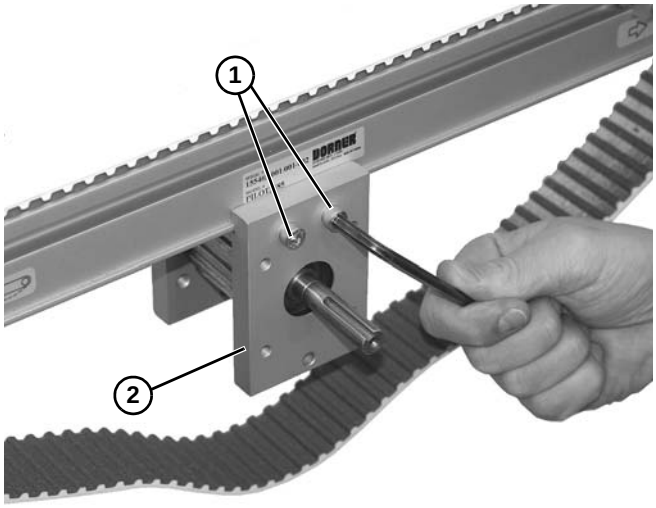

Abbildung 84
2. Zwei Schrauben **(Abbildung 84, Teil 1)** von jeder Seite des Montageblocks **(Abbildung 84, Teil 2)** entfernen.